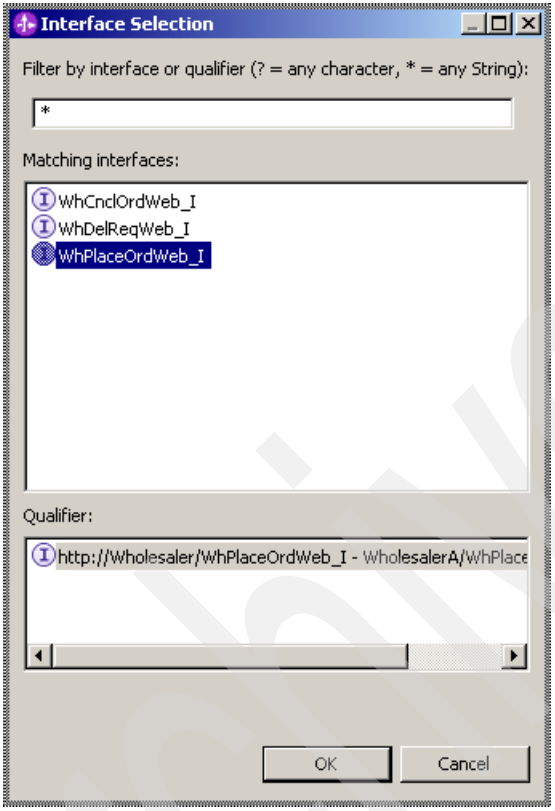

Figure A-31 Interface Selection window
4. In the Interface Selection window (Figure A-31), select **WhPlaceOrdWeb_I** and click **OK**.